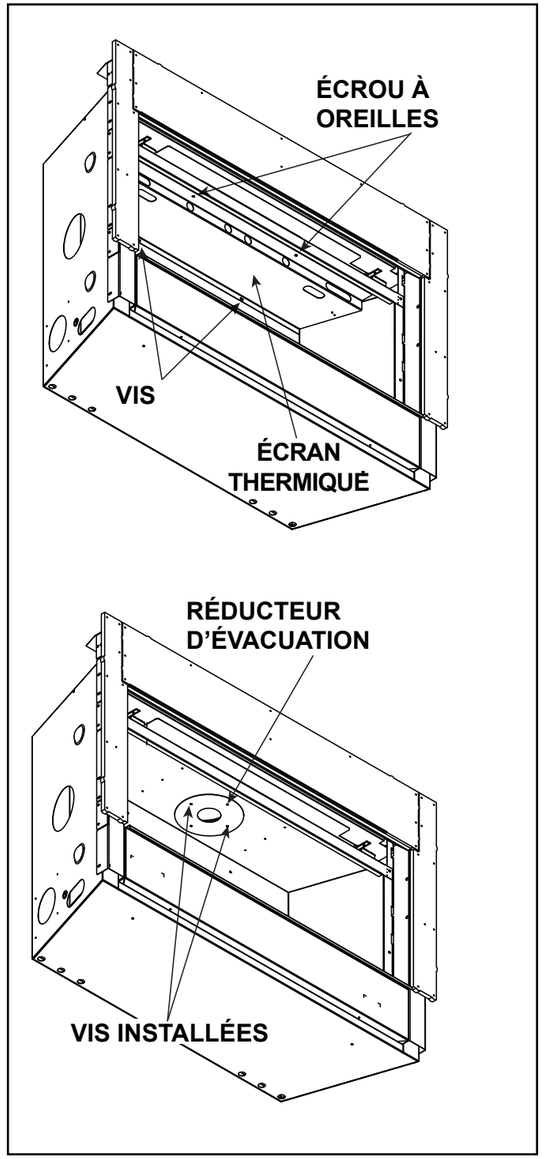

Figure 4.17 Installer le réducteur
2. **TOUTES TAILLES :** Centrez le réducteur d'évacuation sur l'ouverture de la sortie d'air et fixez dans les fentes du réducteur à l'aide des vis autotaraudeuses de 1/4 po fournies dans le sac du manuel de l'appareil. Voir la figure 4.17.